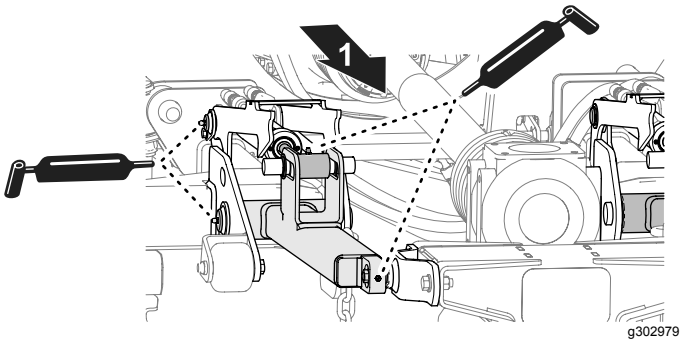

Figur 53
- Applicera fett på lyftarmarna och hydraulcylindrarna samt på mittklippdäckets stötdämpare (Figur 53).
Applicera det angivna fettet på smörjnippeln på de tre spindlarna på respektive klippdäck (Figur 53).